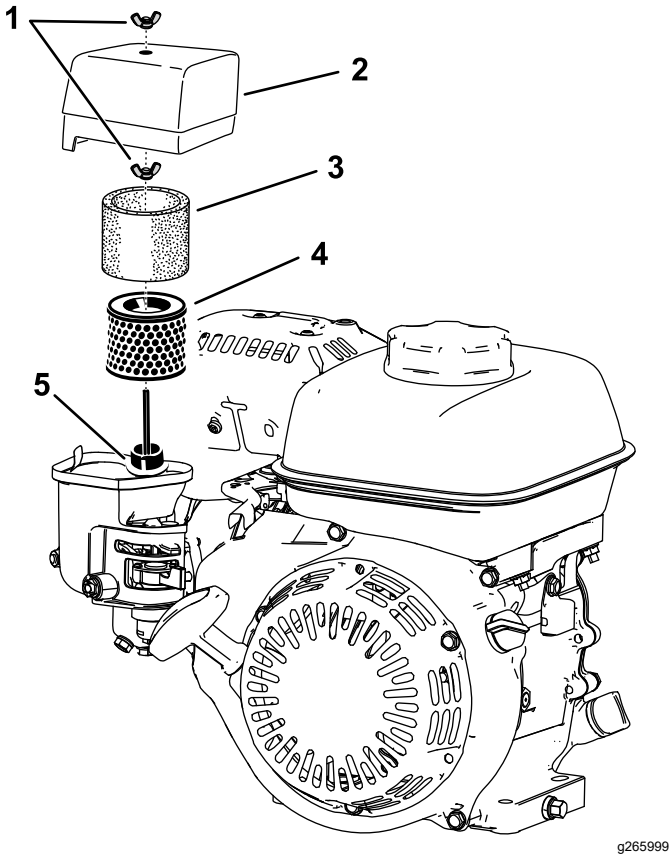

Figur 31
2. Afmonter vingemøtrikken, der fastgør luftfilterdækslet (Figur 31).